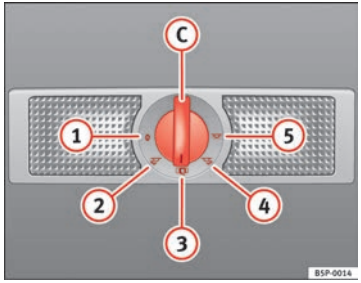

Abb. 80 Ausschnitt aus Dachhimmel: Innenleuchte und Leseleuchten hinten
Mit dem Schalter ⇒Abb. 80 (C) können Sie folgende Positionen wählen:
In der Schalterstellung ⇒Abb. 80 (1) sind die Innen- und Leseleuchten ausgeschaltet.